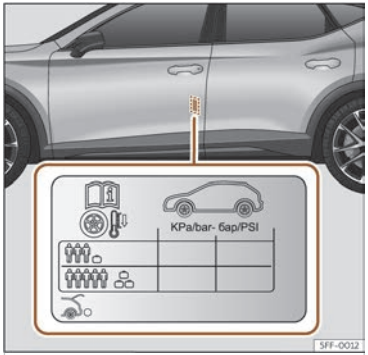

Fig. 219 Ubicació de l'adhesiu de la pressió d'inflament dels pneumàtics.
- Adapteu la pressió dels pneumàtics a la càrrega que porta el vehicle ››› fig. 219.
Els valors de la pressió d'inflament s'indiquen a l'etiqueta adhesiva situada a la zona posterior del marc de la porta davantera esquerra ››› fig. 219.
La pressió dels pneumàtics s'ha d'adaptar a la càrrega actual del vehicle. Si el vehicle anirà carregat al màxim, heu d'augmentar la pressió d'inflament al valor màxim de càrrega indicat a l'etiqueta adhesiva ››› fig. 219.
En el cas d'una roda d'emergència minimitzada (125/70 R16 o 125/70 R18), influeu-la a 4,2 bar de pressió segons s'indica a l'etiqueta de pressió dels pneumàtics ››› fig. 219.
- **El conductor és responsable que tots els pneumàtics del vehicle estiguin inflats a la pressió correcta. La pressió d'inflament recomanada s'indica en un adhesiu ››› fig. 219.**
- **Amb els pneumàtics en fred, s'ha de mantenir sempre la pressió indicada a l'adhesiu ››› fig. 219.**